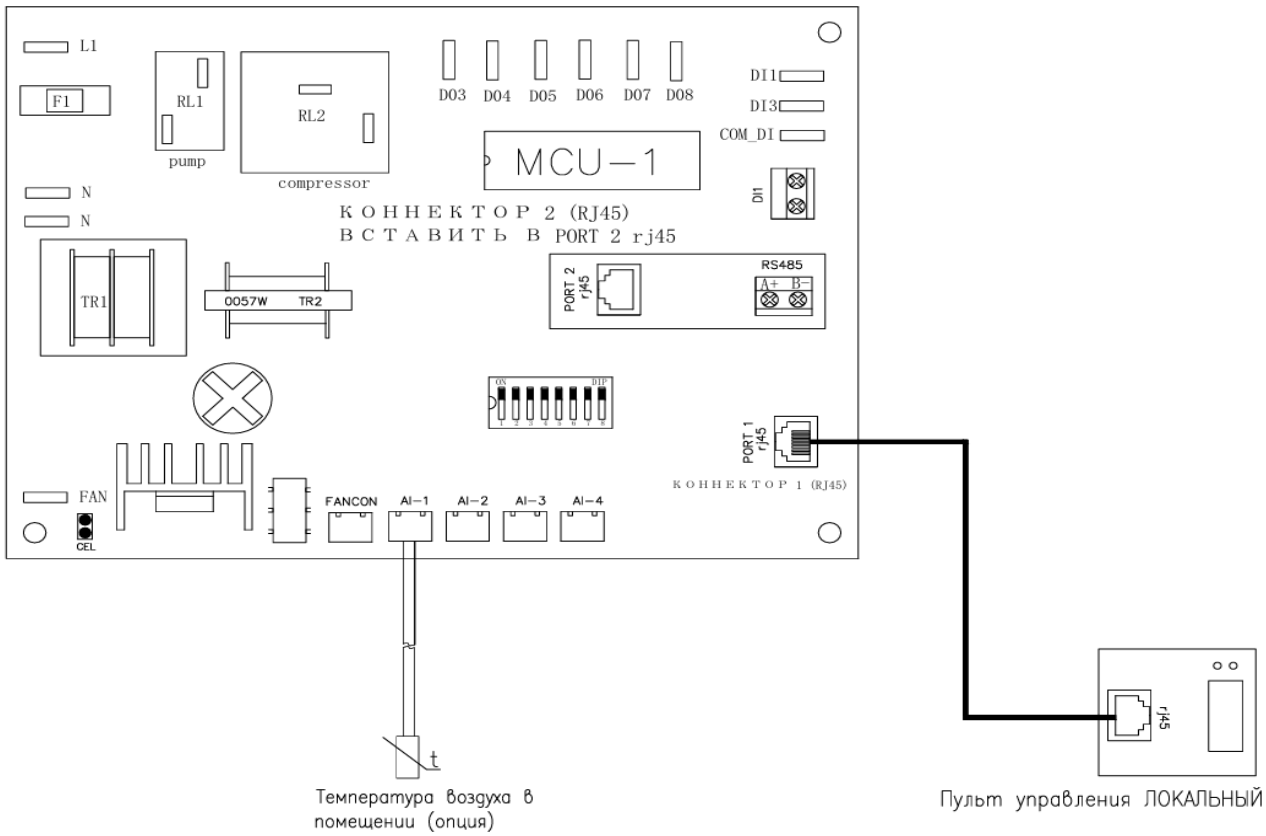

Рисунок 6 - Схема подключения выносного датчика температуры
4. Соединить разъем датчика с платой управления КАМ, согласно схеме (рисунок 6), предварительно продев его через сальниковый ввод.